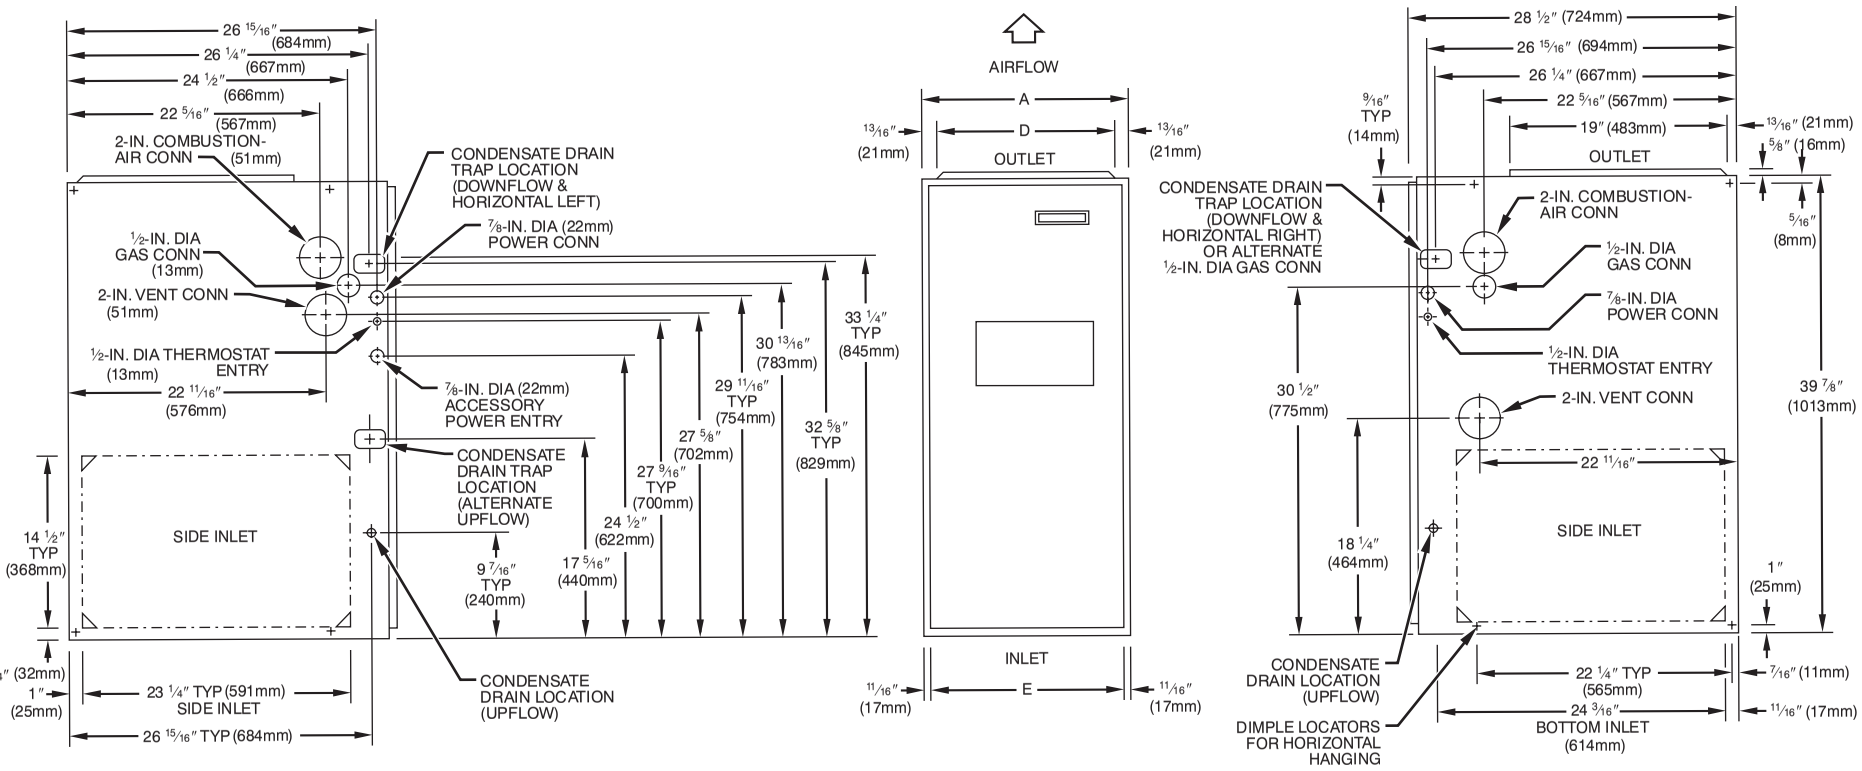

Fig. 2 - Dimensional Drawing
f. Determine location of field drain connection. (See Fig. 2 or 6.)